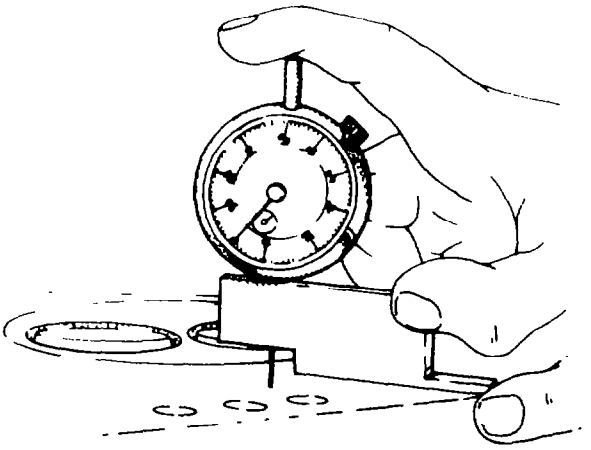

Fig. 39 — Zeroing Depth Gauge
a. Zero tool J-26948 on cylinder head face next to the valve (see fig. 39).